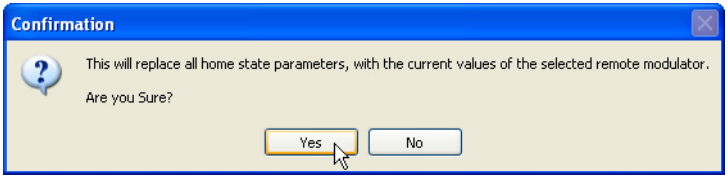

Figure 3-66 Confirmation, Home State Changes
12. In the Home State box, click on the **Update** button, then click **Yes** to confirm the settings (figure 3-66).